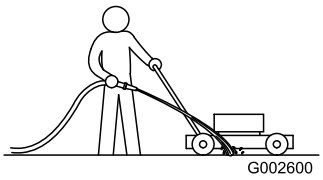

Figuur 29
1. Plaats de machine op een vlak, verhard oppervlak, laat de motor lopen en spuit een straal water voor het **rechter** achterwiel (Figuur 29).